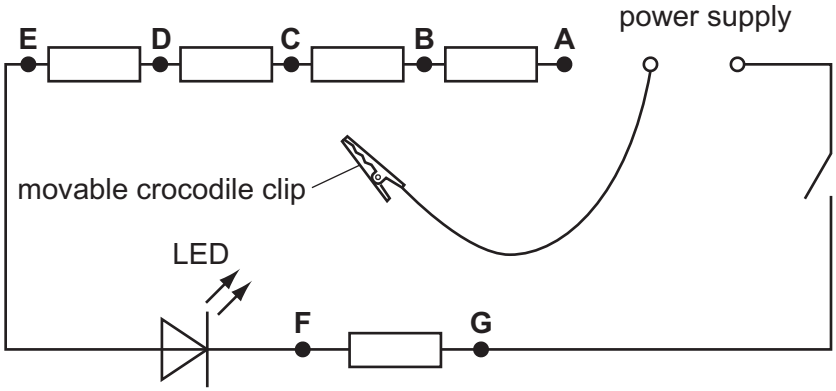

**Fig. 4.1**
**3.** Four of the 150 Ω resistors must be connected in series using crocodile clips labelled A to E as shown in Figs. 4.1 and 4.2. There must be room left to attach the movable clip to the wires between each labelled clip and the adjacent resistors.
The fifth 150 Ω resistor must be connected in series with the other four and the LED, as shown in Fig. 4.1, using crocodile clips labelled F and G.
**5.** These will be used to construct the circuit shown in Fig. 4.1.
The supervisor must ensure that the circuit is in the configuration shown in Fig. 4.1, that the LED still lights up when the switch is closed, and that the movable crocodile clip is not attached to any point in the circuit. If cells are used, they must be checked and replaced if necessary. The voltmeter and its connecting leads must be detached from the circuit and placed nearby.